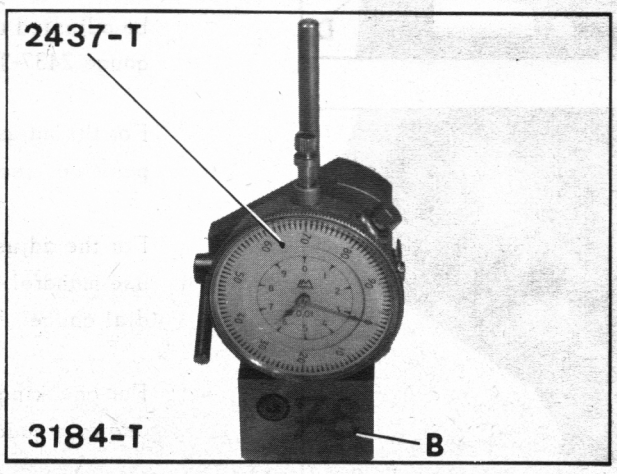

Figure 4
d) Fit a dial gauge 2437-T on support B. Place the support on a surface plate (see figure 4). Bring the zero of the moving dial opposite the large needle of the gauge. Note the position of the integrating needle.